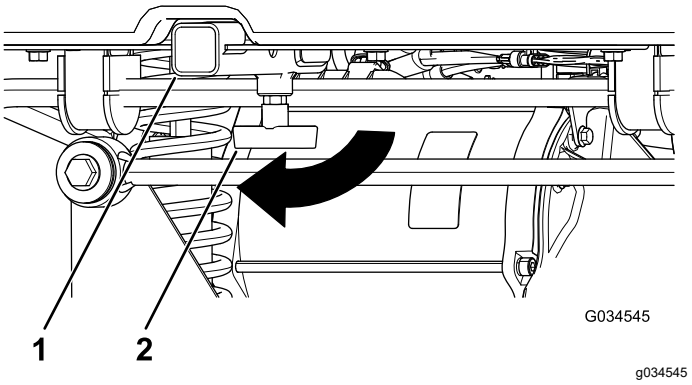

Figuur 17
1. Zet de T-hendel los door deze rechtsom te draaien (Figuur 17).
2. Breng uw accessoire aan in de houder en zorg dat de gaten overeenkomen (Figuur 17).